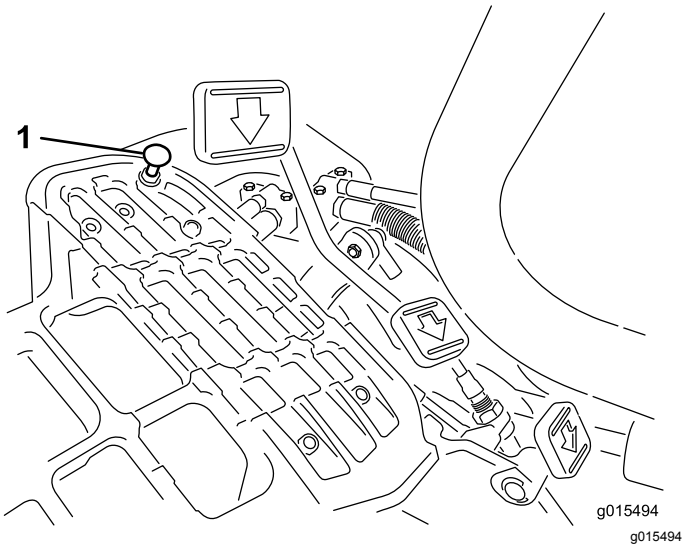

**Figuur 38**
Om de maximale transportsnelheid te verkrijgen, moet u de schakelhendel in de TRANSPORTSTAND zetten en het tractiepedaal intrappen. Als het pedaal contact maakt met de pedaalaanslag (Figuur 38) voordat u
1. Zet de schakelhendel in de TRANSPORTSTAND en draai de borgmoer los waarmee de pedaalaanslag is bevestigd aan de vloerplaat (Figuur 38).